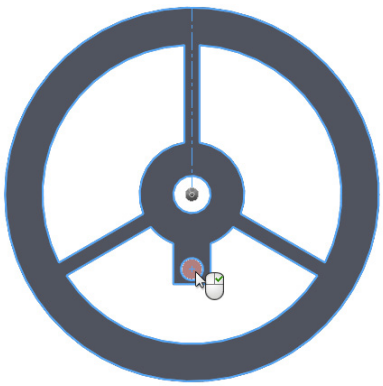

Figure 2-44 *The area selected to be extruded*
15. Expand the **Selected Contours** rollout in the PropertyManager. Zoom the wheel feature and select the area of the Wheel to be extruded, as shown in Figure 2-44.